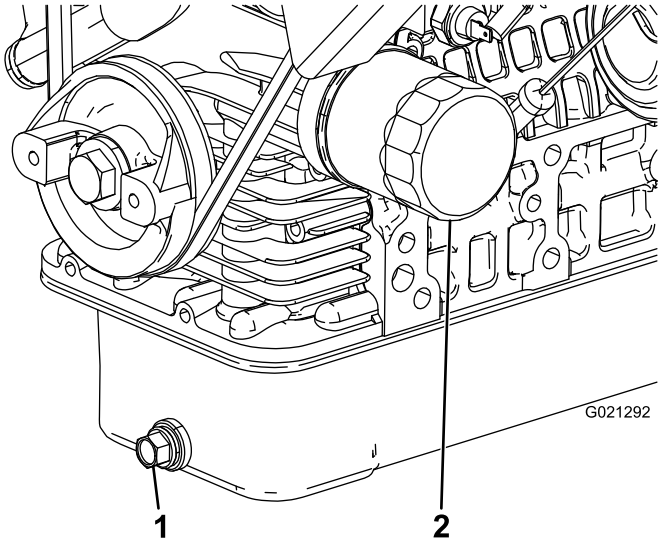

Figur 42
2. Fjern aftapningsproppen, og lad olien løbe ned i en bakke (Figur 42). Monter aftapningsproppen igen, når olien holder op med at løbe.
3. Fjern oliefilteret (Figur 42).